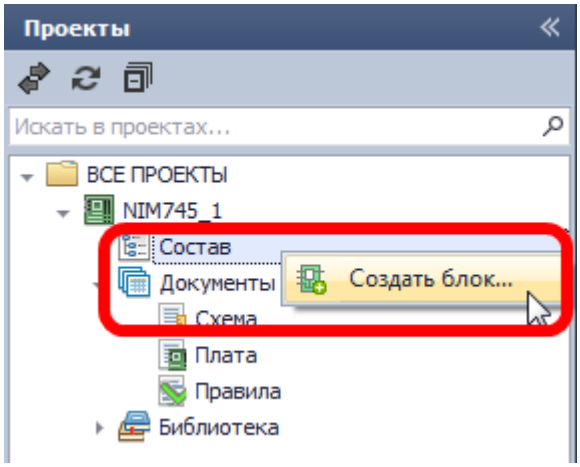

Рис. 569. Создание блока
2. Вызвать контекстное меню для узла «Состав» и выбрать пункт «Создать блок…», см. Рис. 569.